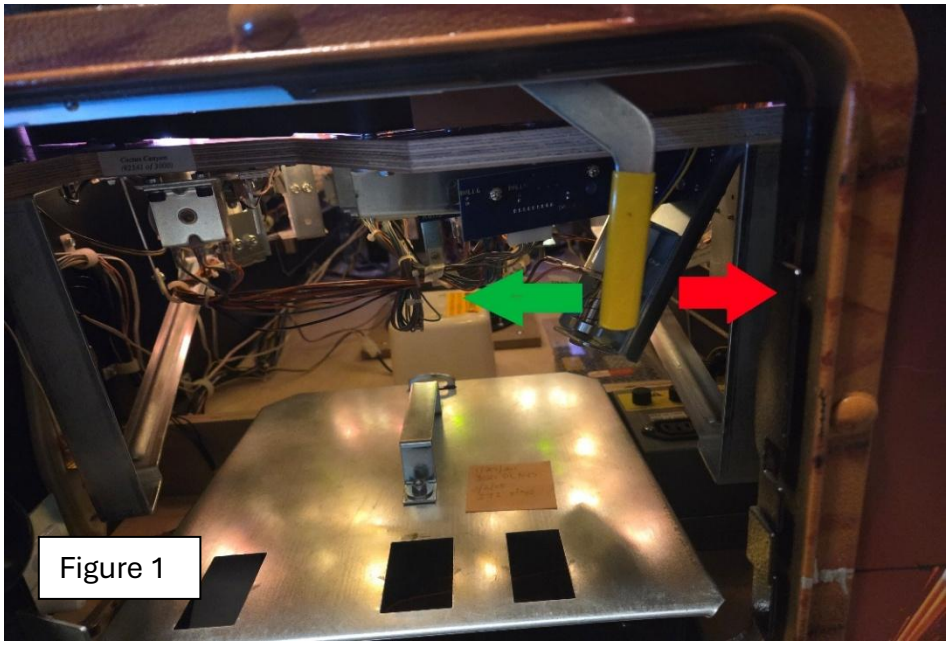

Figure 1
Step 2. Open the front coin door with the machine key and move the lockdown bar handle inside the coin door to the left. See figure 1.